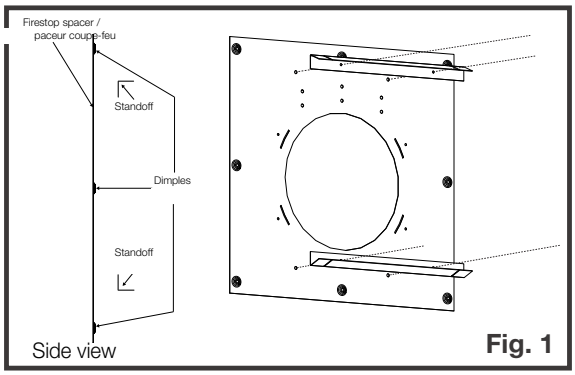

Fig. 1
1. Install standoffs onto the firestop spacer **(Figure 1)**.